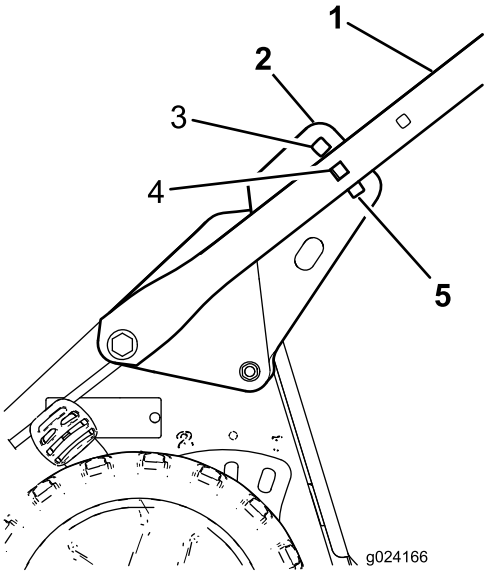

Figuur 5
5. Ga achter de machine staan om na te gaan hoe hoog de handgreep voor u moet staan om comfortabel te kunnen werken (Figuur 5).